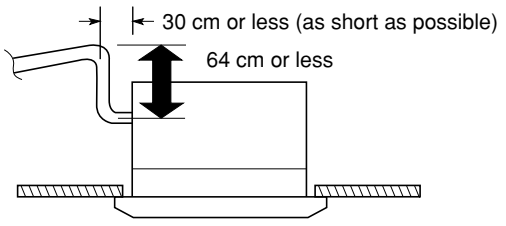

**Fig. 3-9**
- **If it is necessary to increase the height of the drain pipe, the section directly after the connection port can be raised a maximum of 64 cm. Do not raise it any higher than 64 cm, as this could result in water leaks. (Fig. 3-9)**